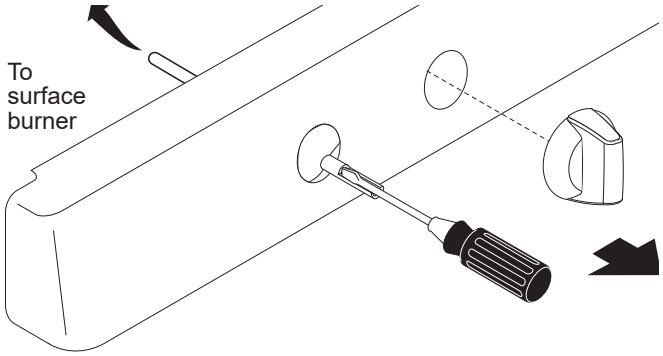

Figure 20
e. Insert a thin-bladed screwdriver into the hollow valve stem and engage the slotted screw inside. Flame size can be increased or decreased with the turn of the screw (see Figure 20).